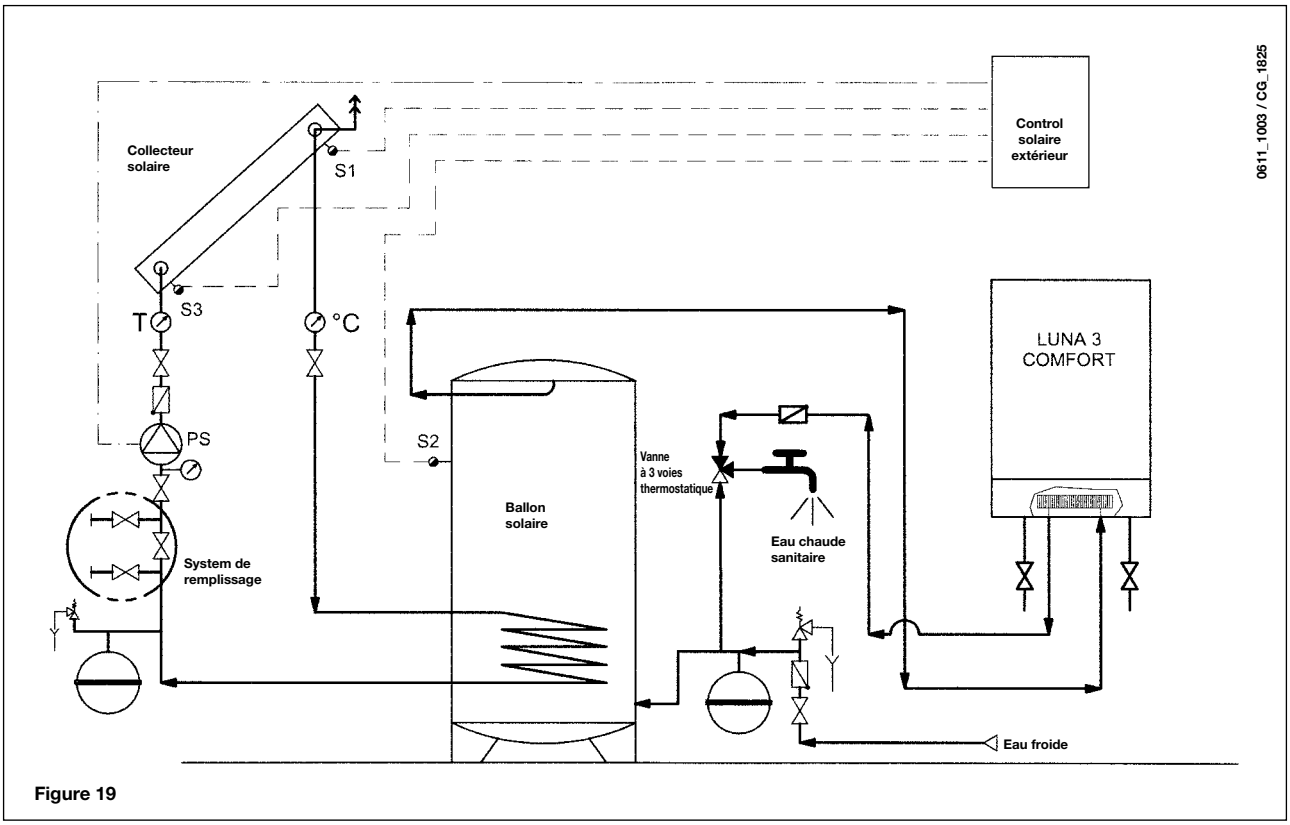

Figure 19
- Déserrer les deux vis de fixation - visibles à l'avant - de l'échangeur eau-eau et dégager ce dernier de son logement (fig. 19).